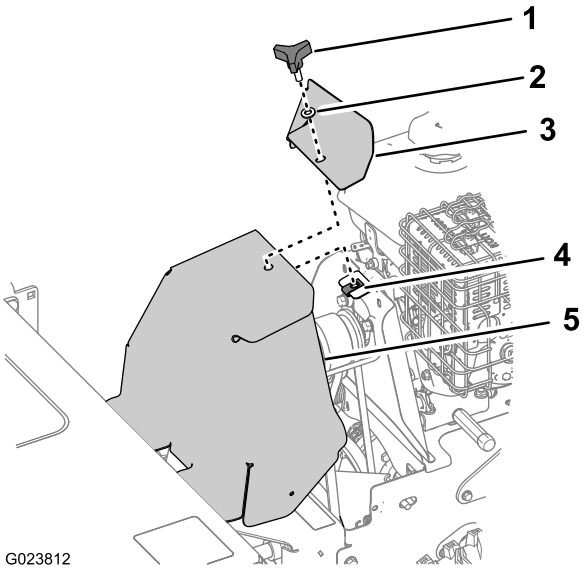

Figur 38
1. Fjern knotten og skiven som fester motordekslet og remdekslet til maskinen (Figur 38).
3. Plasser remdekslet og motordekslet på linje med maskinen og platemutteren (Figur 38).
4. Fest motordekslet og remdekslet til maskinen med knotten og skiven (Figur 38).